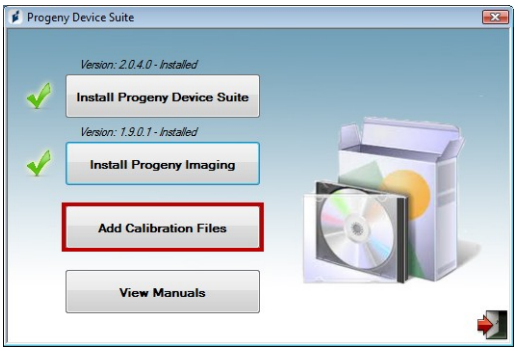

Рисунок 9: Calibration Files (Файлы калибровки)
- Чтобы добавить файл калибровки на компьютер, нажмите кнопку «Add Calibration Files» («Добавить файлы калибровки») (Рисунок 9).